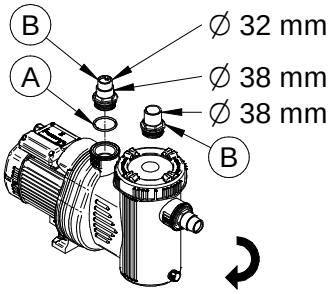

Fig. 167
1. Setzen Sie den O-Ring (Fig. 167, # A) in die Schlauchhalterungen ein (Fig. 167, # B).
2. Schrauben Sie die beiden Schlauchhalterungen (Fig. 167) an die *Ansaugung* und an den *Auslass* der *Pumpe* an.